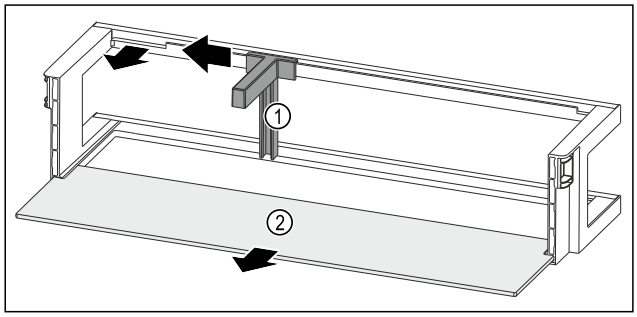

*Fig. 57 Door rack with bottle holder and shelf*
- ▶ Slide the bottle holder *Fig. 57 (1)* to the side as far as the recess.
- ▶ Remove the bottle holder *Fig. 57 (1)*.
- ▶ Remove the shelf *Fig. 57 (2)*.